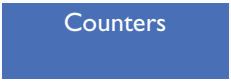

fig. 12
- Briefly press the Continuous Dispensing button to display the "counters" option (see fig. 12).